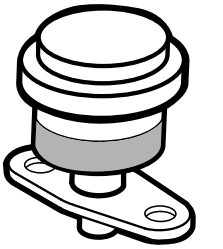

Figuur 50
1. Controleer de blokkage-indicator van het filter. Als de indicator rood is, moet het filter vervangen worden (Figuur 50).